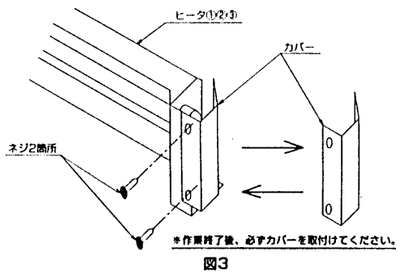

図3
1. 電気ヒータ本体にネジ止めされているカバーを、取外してください。(図3参照)